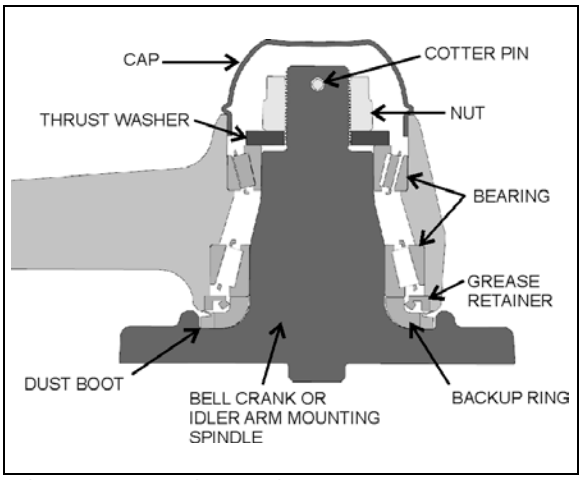

**FIGURE 14: BELL CRANK OR IDLER ARM HUB**
2. Remove the cap (Figure 14).
3. Remove the cotter pin, nut and thrust washer. Remove bearings, grease retainer, backup ring and the bell crank or idler arm from its mounting spindle (Figure 14).
| *Install grease retainer according to Figure 14. Grease must be able to exit the bell crank or idler arm mechanism. For grease retainer installation use tool Prevost # 110683.* |